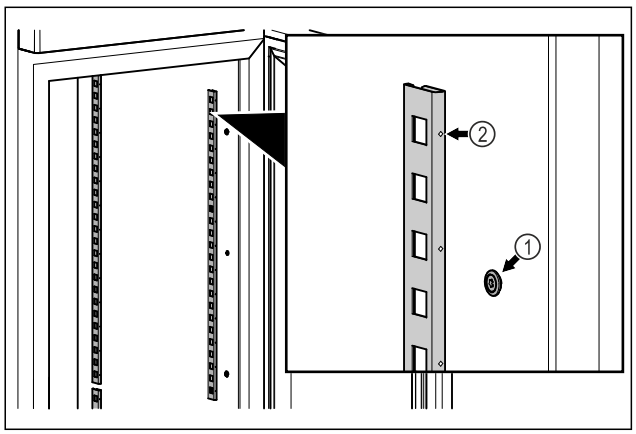

Fig. 55 Voorbeeld
▶ Vastzetstrips in de ophanging *Fig. 55 (1)* haken. Markering *Fig. 55 (2)* moet naar voren wijzen.